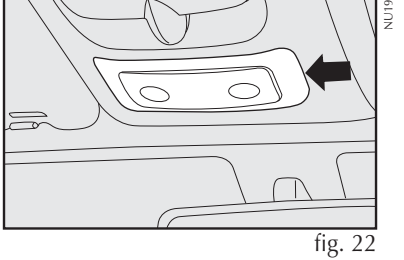

fig. 22
- Com uma chave de fenda no ponto indicado pela seta **fig. 22**, remover o conjunto da luz interna montada a pressão pelas travas;